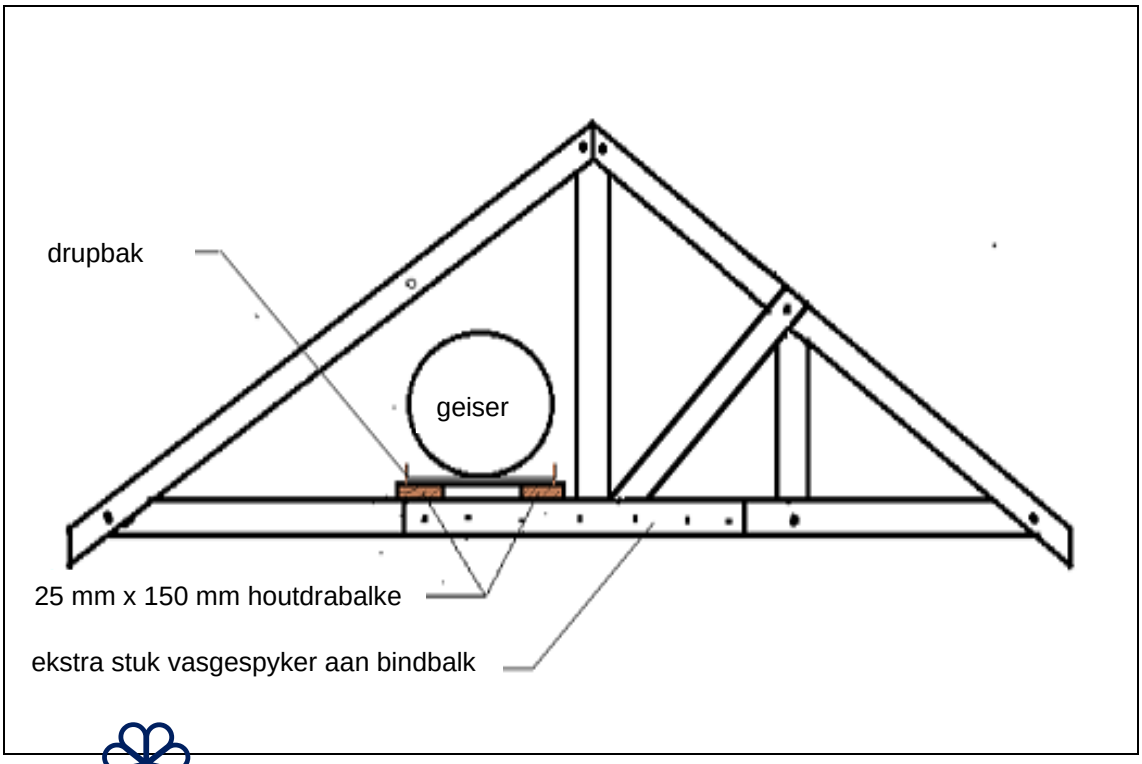

FIGUUR 1
1.4 FIGUUR 1 hier onder toon 'n warmwatergeiser op 'n steundek, wat gebou is oor Howe-kappe in 'n geweldakkonstruksie.
Bestudeer die diagram noukeurig. Identifiseer die verkeerde installasiemetode, en gee die korrekte metode of prosedures om die kritieke foute in die installering van die steundek in FIGUUR 1 te vermy.